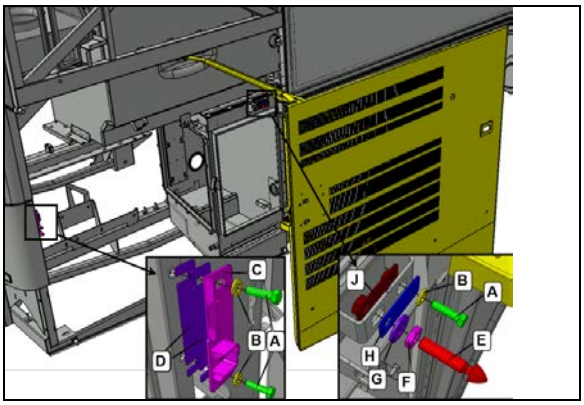

**FIGURE 113**
9. Install strike plate C and pin E centered in the available adjustment position provided by respective slotted holes (FIGURE 113). The components should be snug but not tight so that they can move when the door will be closed later on in this procedure.